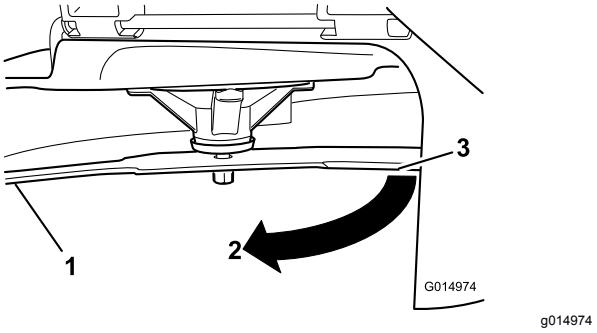

Figur 65
3. Uppmätt avstånd mellan kniv och yta (A)
4. Rotera samma kniv 180 grader så att den motsatta skäreggen nu är i samma läge (Figur 65).